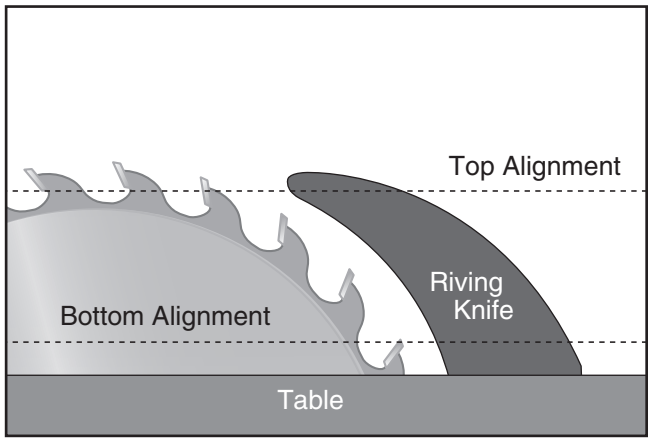
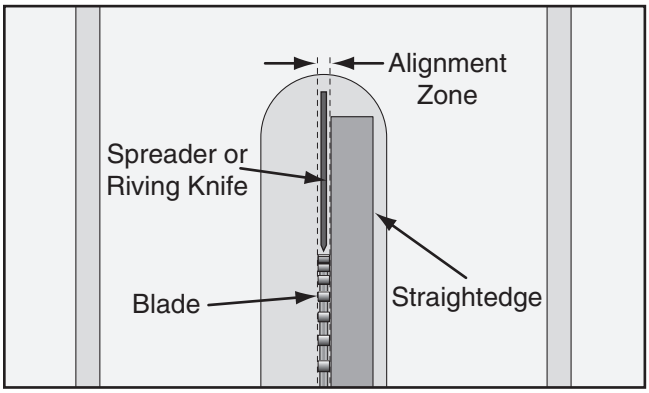

Figure 124. Checking top and bottom riving knife parallelism with blade.
Figure 125. Spreader/riving knife alignment zone.
4. Place the straightedge against the top and bottom of blade and spreader/riving knife, as shown in **Figure 124**. The spreader/riving knife should be be parallel with the blade along its length at both positions and should be in the "Alignment Zone," as shown in **Figure 125**.